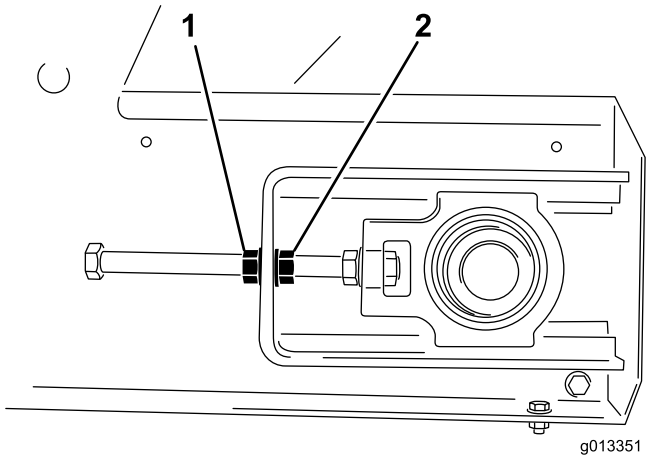

Figur 55
4. Ta hjälp av två skruvnycklar för att hålla fast spännstångens ände och därefter lossa låsmuttern, dvs. muttern närmast stångänden (Figur 55).
3. Gå till den sida som bandet drar emot, håll fast spännstångens ände, lossa låsmuttern och dra åt justermuttern ca två flata ytterkanter av muttern (Figur 55).